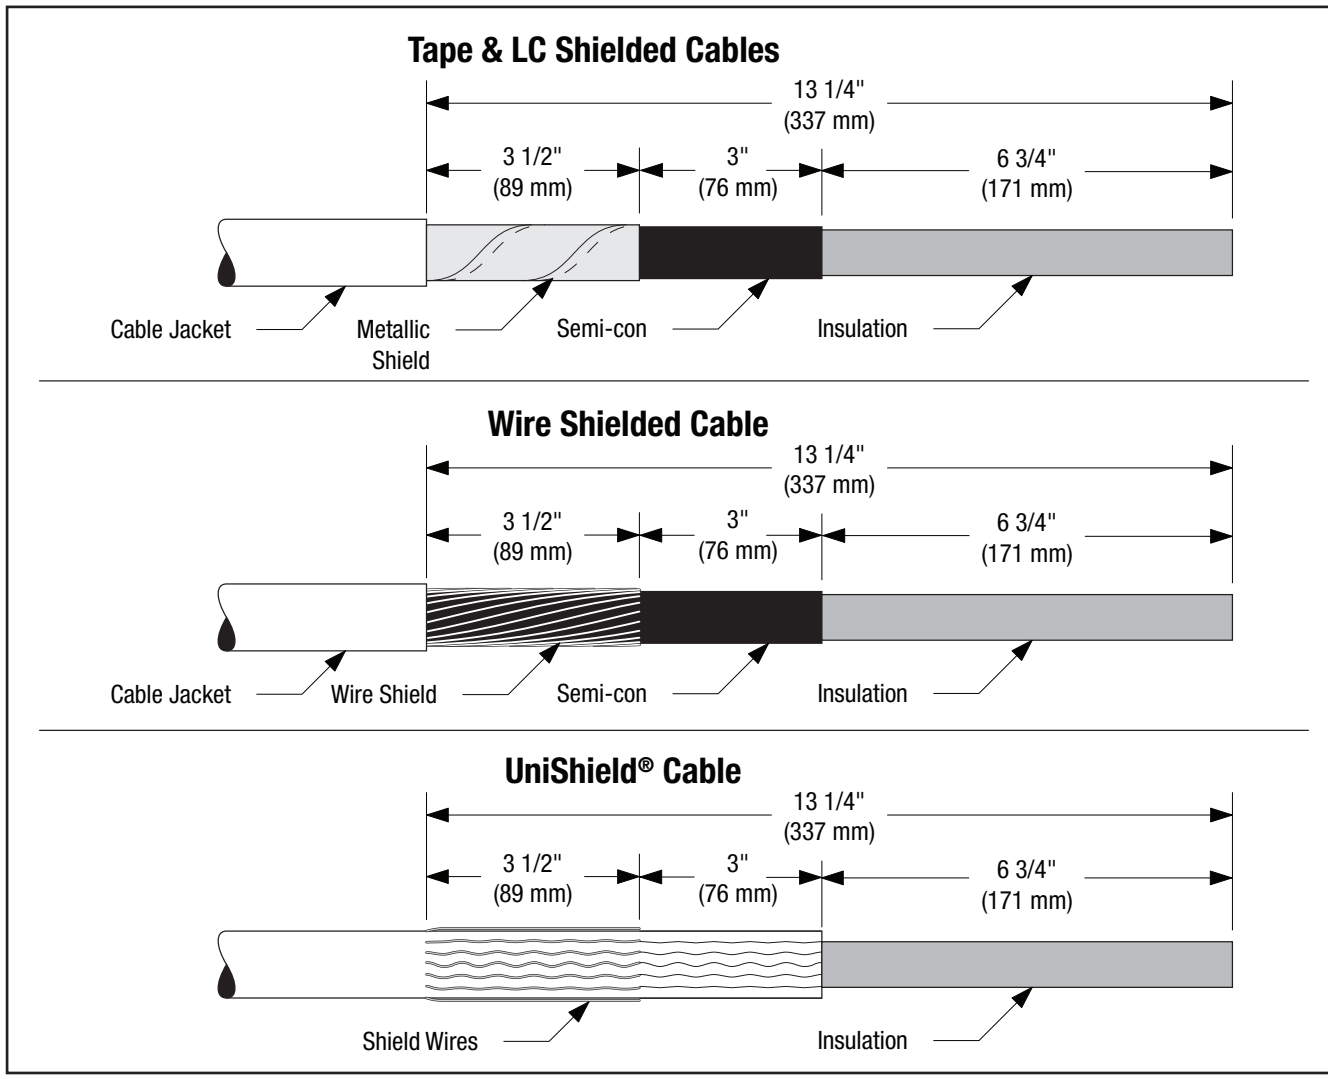

Figure 1
2.2 Prepare cables according to standard procedures. Refer to template provided or illustration below for proper dimensions *(Figure 1).*